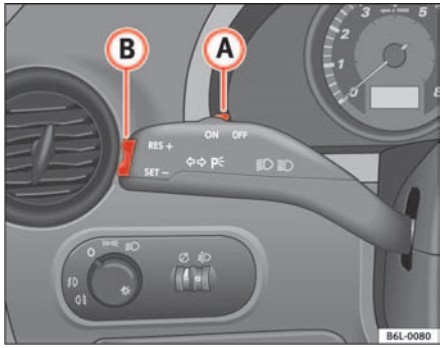

Fig. 100 Turn signal and main beam lever: switch and rocker switch for CCS
– Press the upper part **RES+** of the rocker switch ⇒ fig. 100 (A) to increase the speed. The vehicle will continue to accelerate for as long as you keep the rocker switch pressed. When you release the switch, the new speed is stored.
Control of the set speed is switched off if you reduce speed by depressing the brake pedal. You can reactivate the control by pressing once on the upper part of the rocker switch **RES+** ⇒ fig. 100 (A).